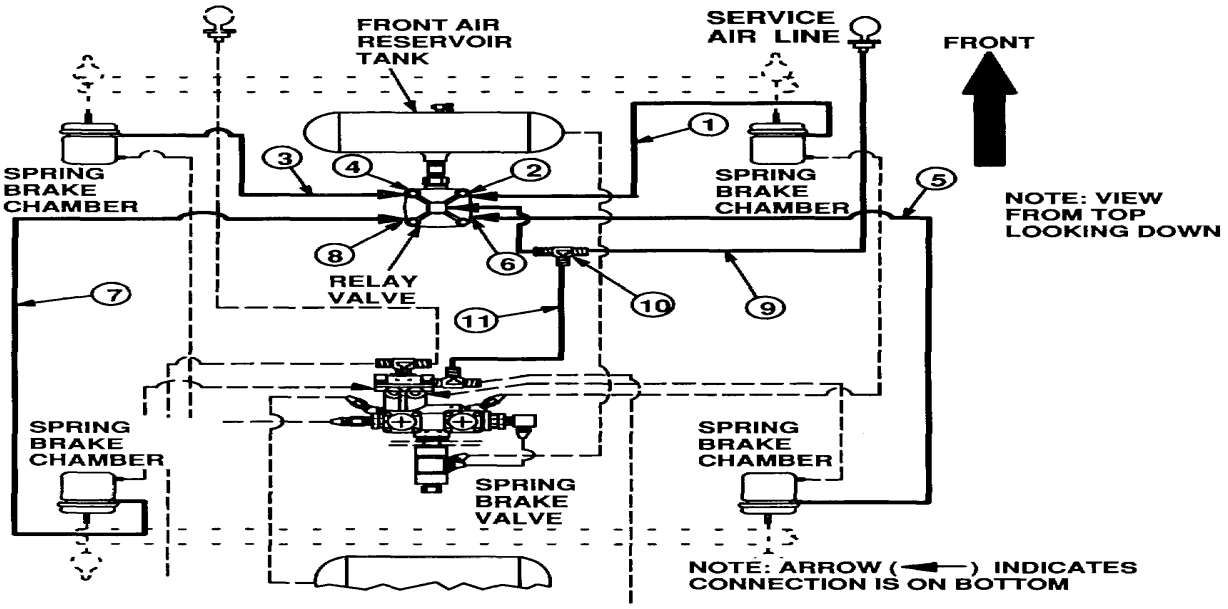

Figure 8.
(3) Install pipe nipple (1) and bushing (2) in front port of valve (6). Install elbow (4) and tee (5) in the top port of valve (6) so that one opening of tee faces right side of trailer and other tee opening faces trailer rear. Install two straight
(4) Install two straight adapters (3) in the bottom delivery ports of valve (6) closest to front port pipe nipple. Install two new straight adapters (7), PIN 112553, in bottom delivery ports.
(5) Install new emergency relay valve (6), in center port of front air tank reservoir with elbow and tee on top.
j. Connect Air Chamber Service Hoses and Air Lines. Refer to Figure 8.